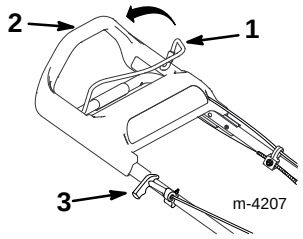

Afbeelding 10
3. Houd de bedieningsstang van het maaimes tegen het bovendeel van de handgreep (Afb. 10).
4. Trek de starthandgreep langzaam uit tot dat u weerstand voelt, daarna krachtig uittrekken (Afb. 10). Laat het koord langzaam naar de handgreep terugkeren.